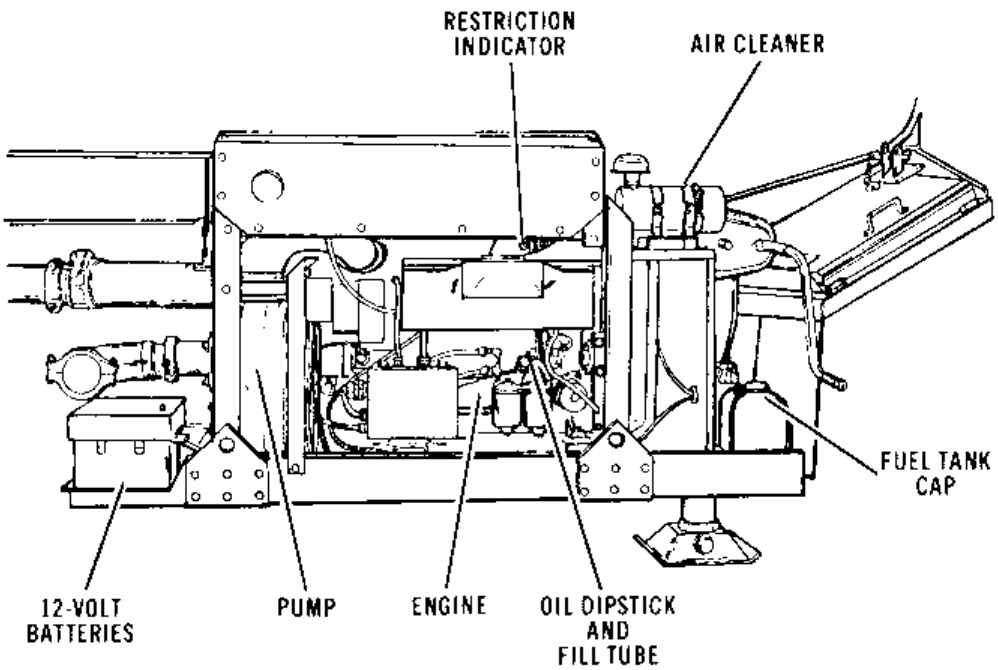
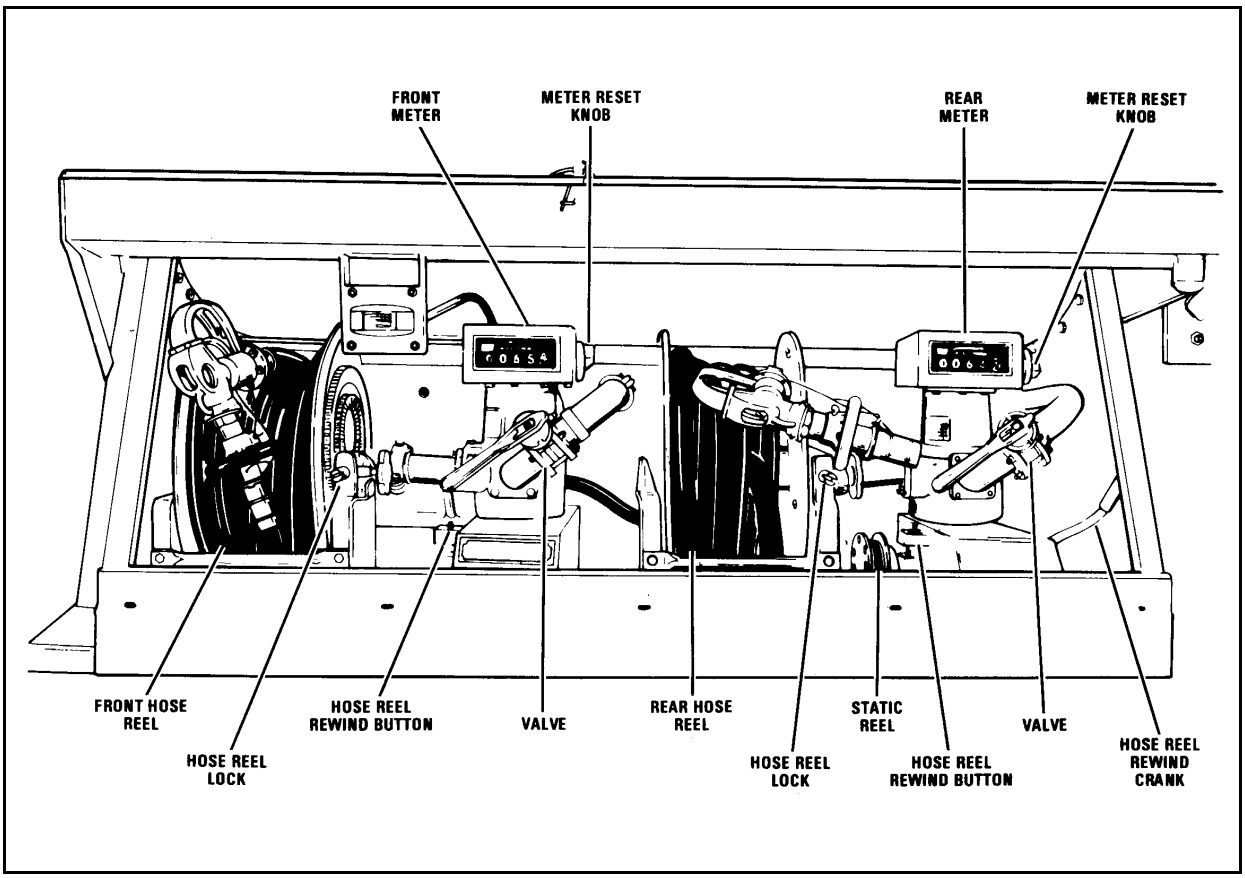

Figure 24-19. Pump and engine assembly of M969 tank semitrailer
Figure 24-20. Hose reel cabinet of M969 tank semitrailer
- Tank body and equipment**.** The M969 has the same equipment that is included with the M967. It also has the equipment needed for automotive refueling and limited aircraft refueling. This equipment is mounted on the sides of the vehicle. The filter/separator, the pump and engine assembly as shown in Figure 24-19, page 24-17, the engine's fuel tank, the landing gear crank, the emergency shutoff valve, a hose trough, and the battery compartment for two batteries are located on the curbside of the M969. A hose trough, a portable grounding rod, a control panel, the manifold valving, and a hose reel cabinet as shown in Figure 24-20, page 24-18, are on the roadside of the vehicle.